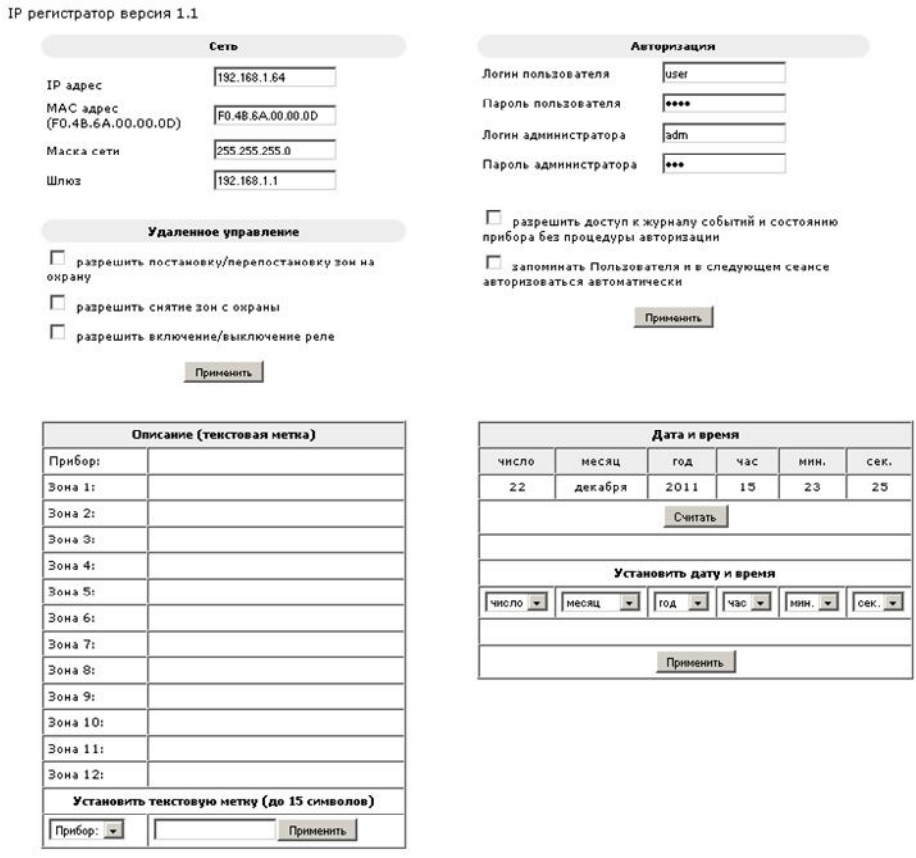

Рисунок 15.7 – Подключение и первоначальная настройка IP регистратора
18. Перейдите во вкладку «Настройки» (рисунок 15.7).